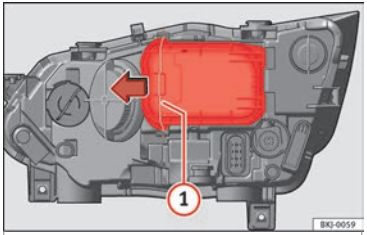

Fig. 114 En el vano motor: retirar la tapa.
– Desplace el tirante »» **fig. 114** (1) en el sentido de la flecha y saque la tapa.